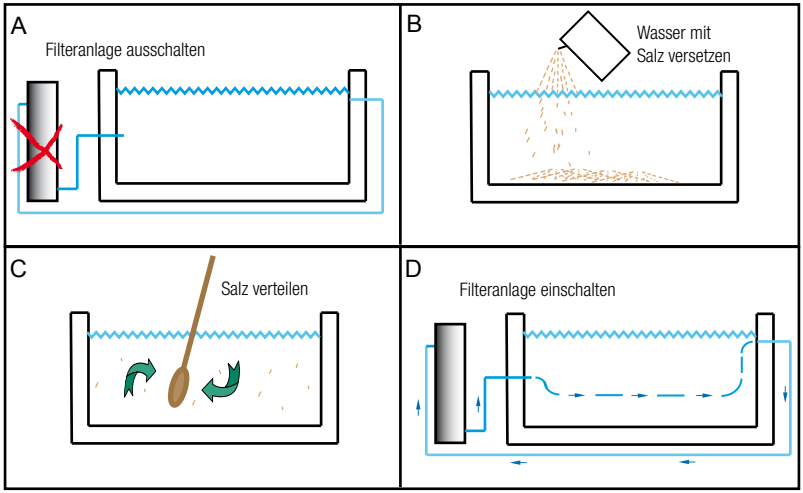

Abb. 6A-D: Schwimmbadwasser mit Salz versetzen
1. Schalten Sie die Filteranlage aus (siehe Abb. 6A).